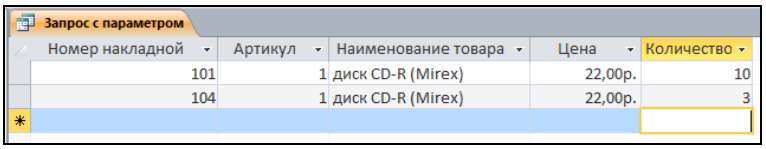

Рис. 4.9. Результат выполнения запроса:
6. Для просмотра результата на вкладке *Конструктор* нажимается кнопка . При выполнении запроса на экране появляется окно *Введите Товар* с полем для ввода данных (рис. 4.9*а*). Результат запроса отобразится в виде динамической таблицы (рис. 4.9*б*).